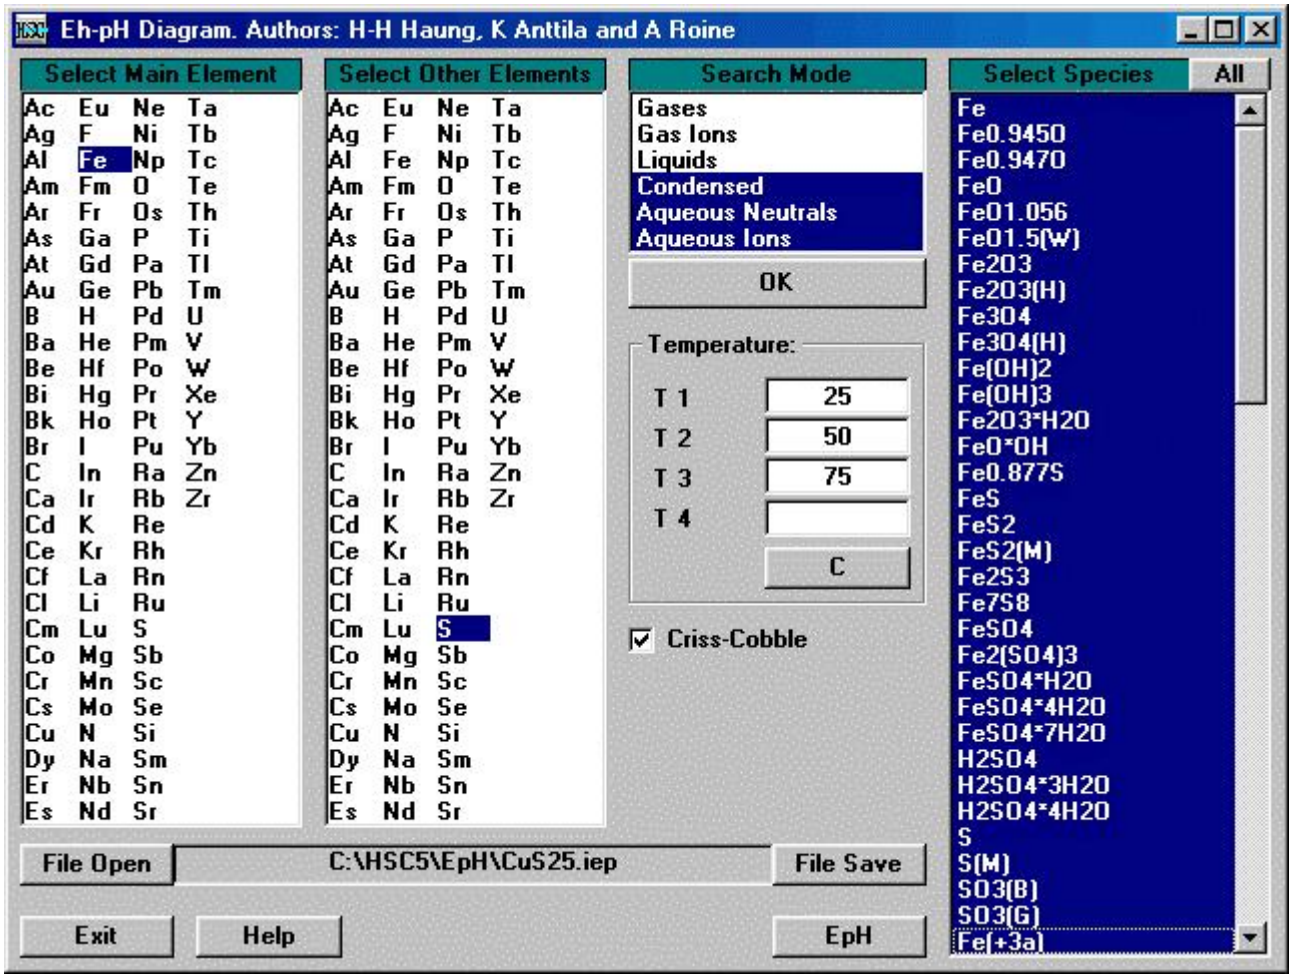

Fig. 7. Specification of an Fe-S-H_2O-system for an Eh-pH-diagram.
The chemical system specifications for the combined diagrams are made exactly in the same manner as for normal diagrams, see Chapter 17.2. The Fe-S-H_2O-system is used here as an example when the combined diagrams approach and properties are described. The selections are shown in Fig. 7. The available temperatures must be specified in the system specifications form, Fig 1.
1. Specify chemical system and press **EpH**, see Fig. 7.